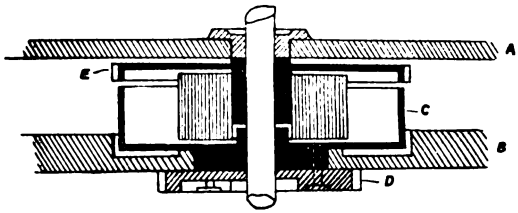

Fig. 14.
Donne's Resting Barrel.—Fig. 14 is a section of an arrangement invented by Mr. Lewis Donne. A is the upper and B the pillar plate of a keyless watch. The barrel is of steel, thin, and with a central projecting boss on the lower side, fitting a hole in the pillar plate. The ratchet wheel D is fixed to this central boss by three screws, and sunk into the under side of the ratchet wheel is the stop work. The great wheel (E) is tight on the arbor, and has a long boss to which the inner end of the mainspring is hooked. Unless the watch is being wound the barrel is stationary. As the ratchet wheel is turned in winding, the barrel moves with it. In the going of the watch, the mainspring begins to unwind from the centre. A very much wider mainspring is obtained than would be possible in the ordinary way. There are long holes for both pivots of the barrel arbor, and the steel ratchet wheel affords a sounder attachment for the Maltese cross that the brass barrel or cover would do.